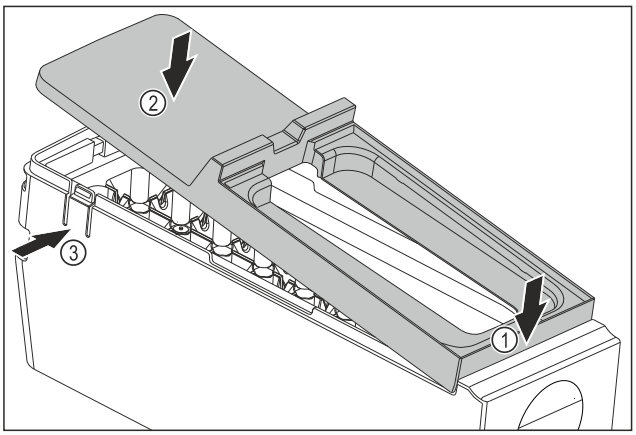

Fig. 148
▶ EasyTwist-Ice-rungon kannen asennus: Aseta kansi eteen. *Fig. 148 (1)*
▶ Laske kansi taakse. *Fig. 148 (2)*
▷ Kansi lukittuu kuuluvasti molempiin kielekkeisiin *Fig. 148 (3)*.